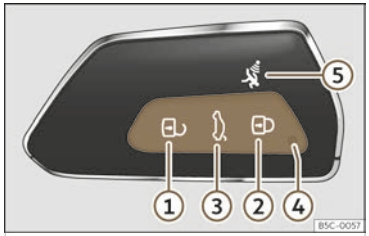

Fig. 71 Vehicle key
When a button is pressed briefly on the vehicle key, the control lamp ④ ››› Fig. 71 flashes once briefly, but if pressed for a long period of time, it will flash several times, for example, when using the comfort opening.